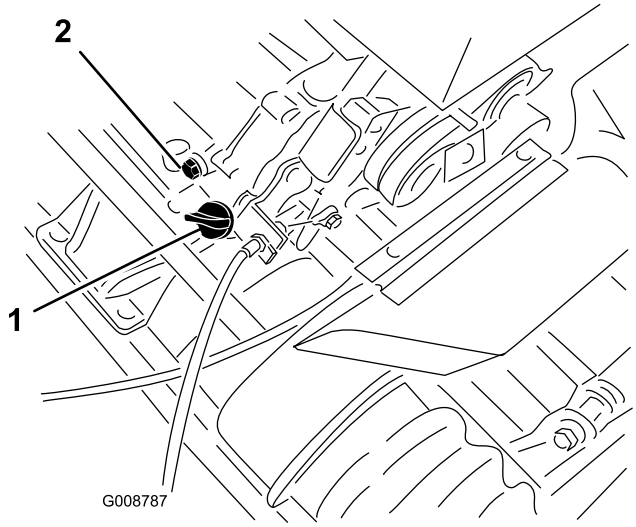

Figur 19
1. Placer plæneklipperen, så motoren er vandret, og tør af rundt om oliestandsmåleren (Figur 19).
2. Anbring en drænbakke under bagenden af maskinen, direkte under aftapningsproppen (Figur 19).